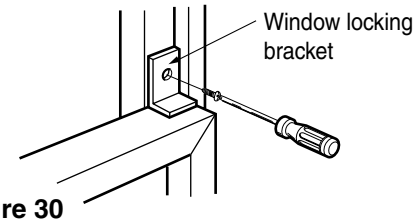

Figure 30
9. Attach the Window locking bracket with a screw (Type C). (See Fig. 30)